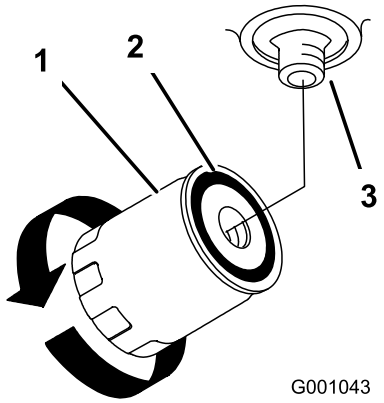

Figur 76
3. Påfør et tynt lag med hydrovæske på gummipakningen på det nye filteret (Figur 76).
7. Fyll på den hydrauliske tanken med hydraulisk olje til oljen flyter over filteret og drei deretter oljefilteret med klokken inntil gummipakningen er i kontakt med filteradapteren. Stram deretter til filteret med ytterligere 1/2 omdreining (Figur 76).